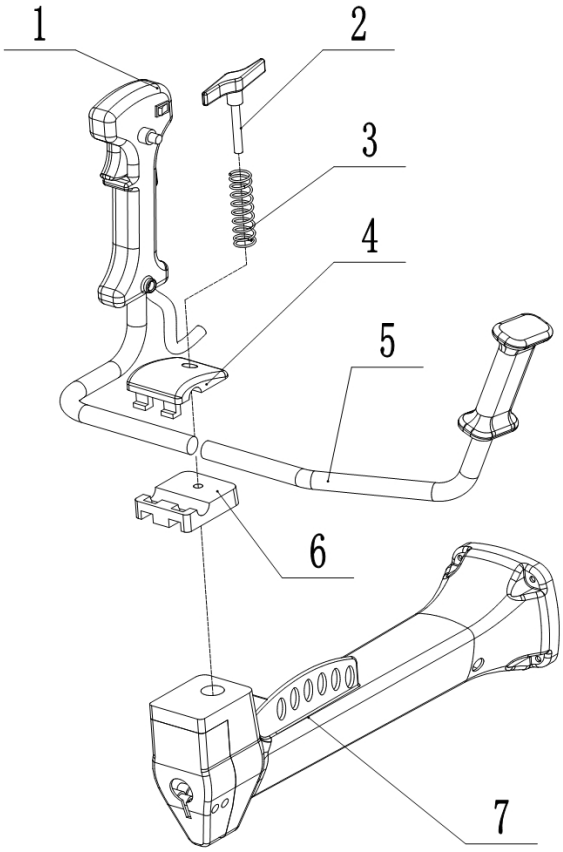

Rys. 2
2. Uchwyt, który zawiera jednostkę sterującą (Rys. 2, poz. 1), jest zawsze montowany po prawej stronie. Uchwyt bez jednostki sterującej (Rys. 2, poz. 5) umieść po lewej stronie.
3. Poluzuj śrubę z nakrętką motylkową (Rys. 2, poz. 2) od uchwytu na tyle, że będziesz mógł włożyć łatwo drążki do uchwytów. Uważaj na sprężynę (Rys. 2, poz. 3).
4. Wsuń kolejno uchwyty w otwory montażowe łącznika (Rys. 2, poz. 4 i 6).
Zalecane jest zamontowanie uchwytu pod podobnym kątem jak na Rys. 2 czyli około 90 °.
5. Dokręć nakrętką motylkową (Rys. 2, poz. 2).
Poluzuj śrubę z nakrętką motylkową (Rys. 2, poz. 2) od uchwytu na tyle że będziesz mógł wyjąć uchwyty (Rys. 2, poz. 5 i 1).